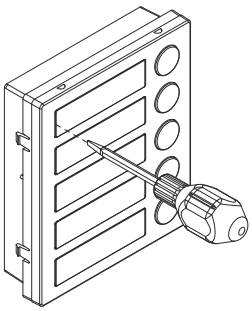

Fig. 78
- Insert the screwdriver (flat side) into the card-holder hole as shown in **Fig.78**;